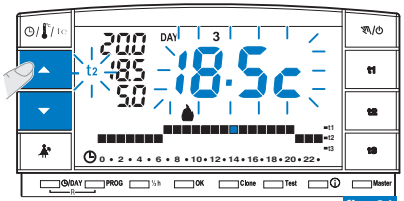

fig. 21
- Antes de 8 segundos modificar la temperatura utilizando las teclas ▲▼; a cada impulso se corresponde a una variación de 0,5°C (fig. 21).